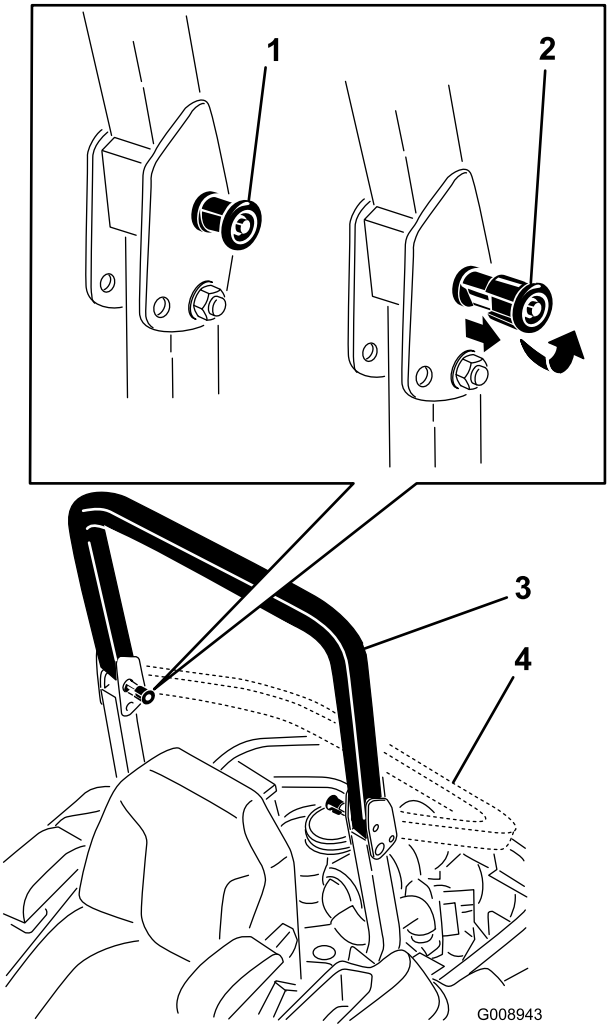

**Figure 7**
2. Pull both knobs out and rotate them 90° so that they are not engaged (Figure 7).
3. Lower the roll bar to the down position (Figure 7).
4. To raise the roll bar, raise the roll bar to the operate position, rotate the knobs so they move partially into the grooves (Figure 7).
5. Raise the roll bar to the full upright position while pushing on the upper roll bar and the pins will snap into position when the holes align with the pins (Figure 7). Push on the roll bar and ensure that both pins are engaged.